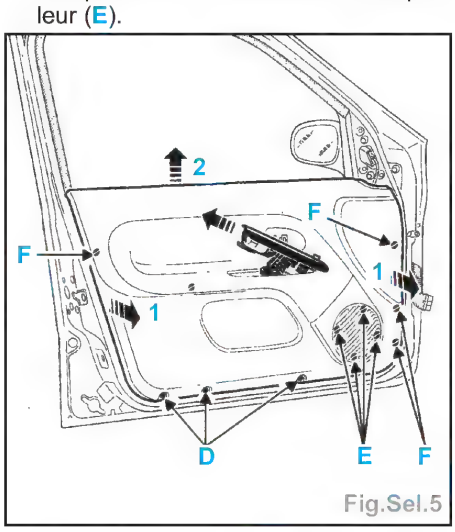

Fig.Sel.5
- Déposer (Fig.Sel.5) :
- les trois vis de fixation inférieures (D),
- les quatre vis de fixation du haut-parleur (E).